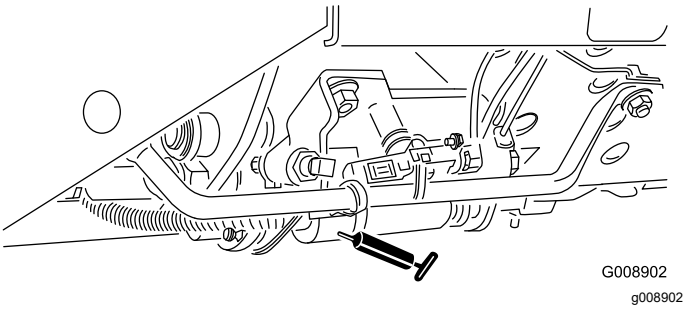

Figura 41
- Slitta di tosatura/trasporto (Figura 41)